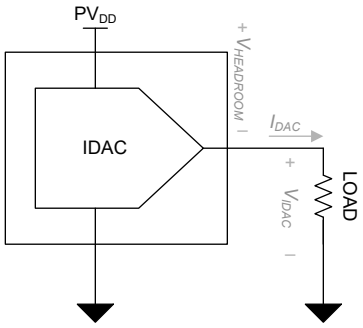

図 8-2. IDAC 消費電力
- IDAC チャネルの消費電力は、PV_{DD} の電源電圧、電流出力、IDAC ピンの電圧 (V_{IDAC}) の関数です。ヘッドルーム電圧 ($V_{HEADROOM}$) は、PV_{DD} と V_{IDAC} の差として計算されます。$V_{HEADROOM}$ を最小限に抑えて、デバイスの消費電力を低減し、最小 $V_{HEADROOM}$ 要件も満たします。$V_{HEADROOM}$ が指定された電圧よりも低い場合、IDAC 出力はフルスケール電流出力をソースできません。図 8-2 に、出力電流の方向と、消費電力に影響を与える主要な電圧を示します。IDAC 出力は、出力電流に $V_{HEADROOM}$ 電圧を乗算した値に比例して消費電力に寄与します。